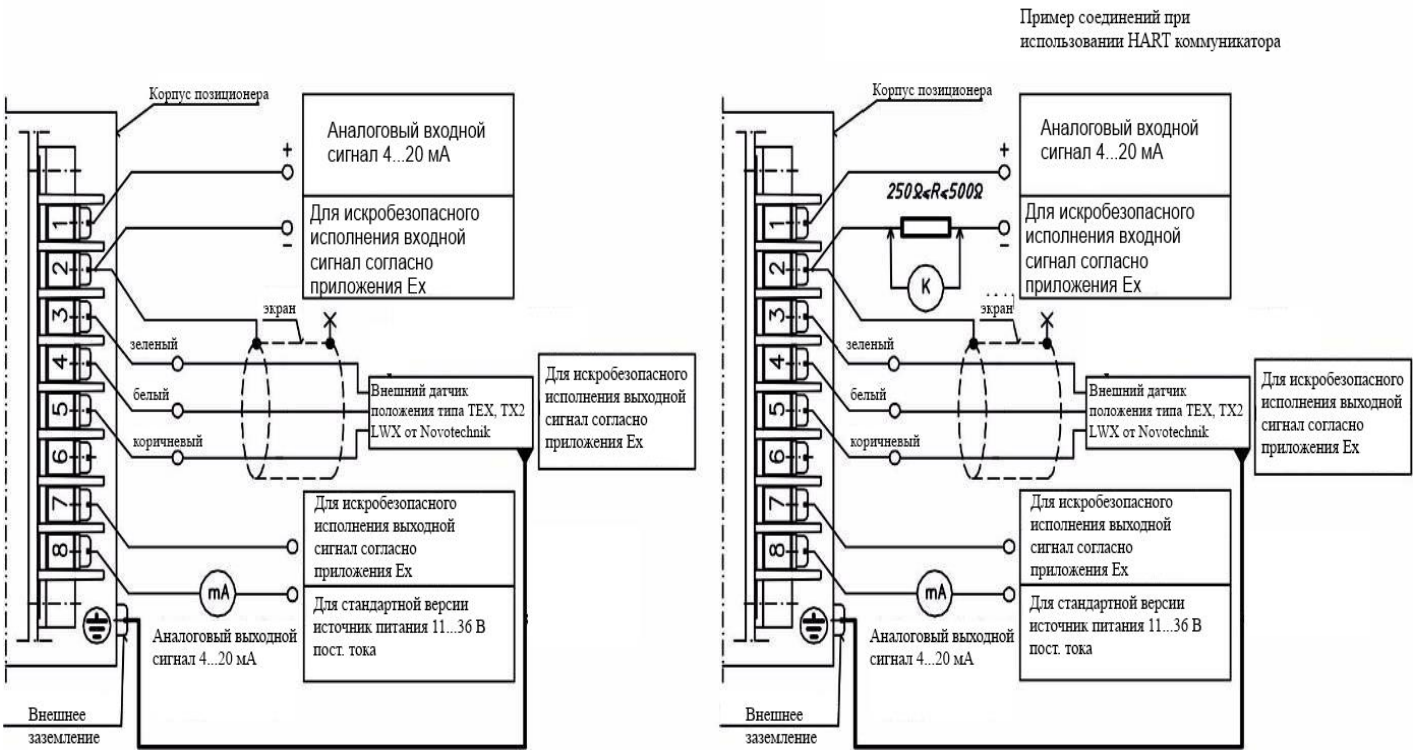

Рис. 21b. Место подключения для исполнений с внешним датчиком смещения, если:
c) Если вторая клемма экрана кабеля отделена от корпуса потенциометра (рис. 21b), то рекомендуется соединять корпуса позиционера и потенциометра с помощью внешнего провода.